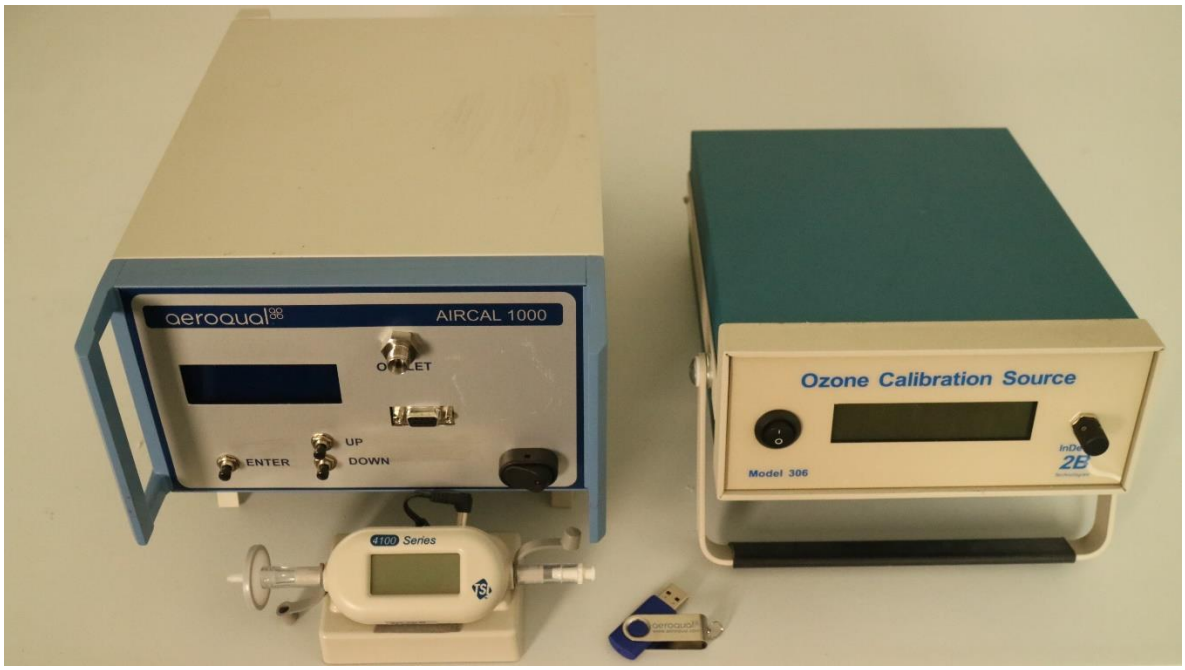

Figure 5-3 The Ozone calibrator (right) and AirCal 1000 (left) are light weight and can easily be transported to the AQM 65
Aeroqual provides all of the equipment required to perform the calibration. Aeroqual offers a portable calibrator called the AirCal 1000 shown in Figure 5-3 and an integrated calibrator shown in Figure 5-5.
- The AirCal 1000 can be used to zero calibrate Ozone, but not for Ozone span calibration. For Ozone span calibration Aeroqual recommends the 2B Technologies Model 306 Ozone (AQM O3CAL) generator shown in Figure 5-3 .